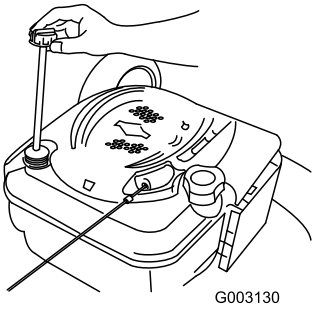

Figuur 34
2. Verwijder de peilstok (Figuur 34).